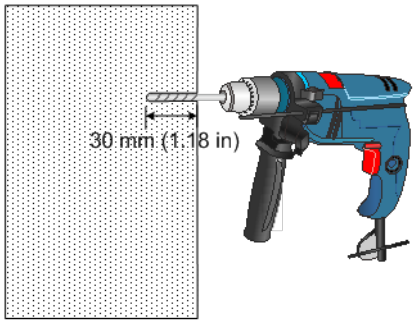

図 7-3 壁面の穴あけ
3)　マーキングをした位置に、図 7-3の通り直径 6mm/深さ 30mm の穴を空けてください。